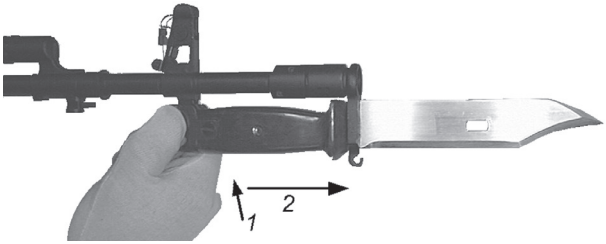

Rys. 19. Zdejmowanie bagnetu
- ująć karabin lewą ręką za nakładkę i łoże, ustawić w położeniu pionowym- podtrzymując palcem wskazującym i środkowym prawej ręki rękojeści bagnetu, nacisnąć kciukiem tejże ręki zatrzask *(rys. 19)* i pchnąć bagnet do góry,